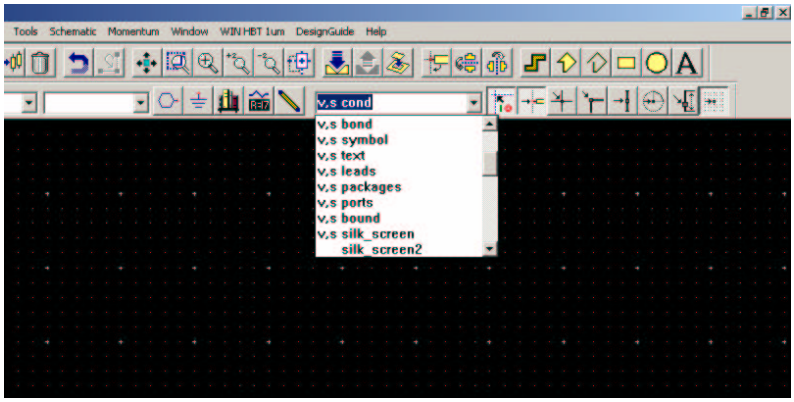

Figure 2: ADS Layout screen displaying layer pull-down menu.
1) Once the suggested footprints (or precise measurements) are obtained, the footprints can be created. The first step is to choose what layer(s) to use. Most basic PCB layouts will consist of a top plane (where the components will be soldered) and a bottom plane (which is usually a ground plane). A layer can be selected by using the pull-down menu on the upper right of the ADS layout screen as shown in figure 2.